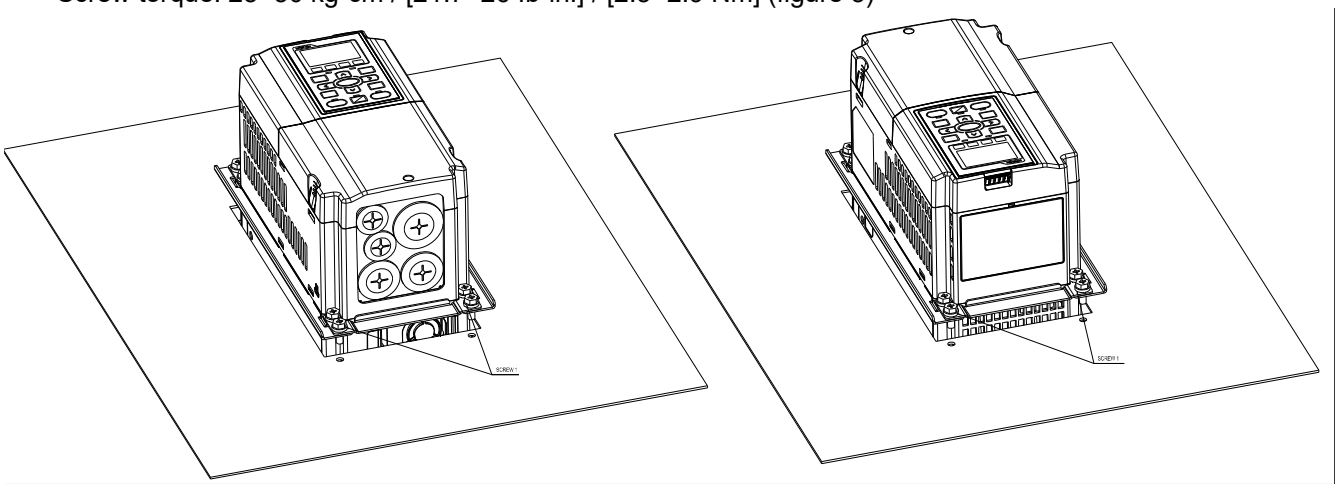

Figure 3
3. Plate installation, place 4 of the screw *4 (M6) through accessory 2 & 3 and the plate then fasten the screws. Screw torque: 25~30 kg-cm / [21.7~26 lb-in.] / [2.5~2.9 Nm] (figure 3)